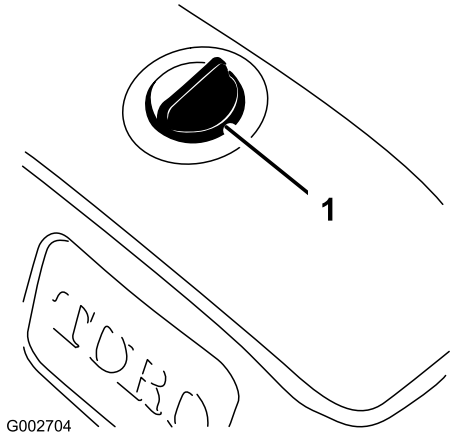

**Figur 15**
1. Gör rent omkring locket till hydrauloljetanken för att förhindra att skräp kommer in i tanken (Figur 15).